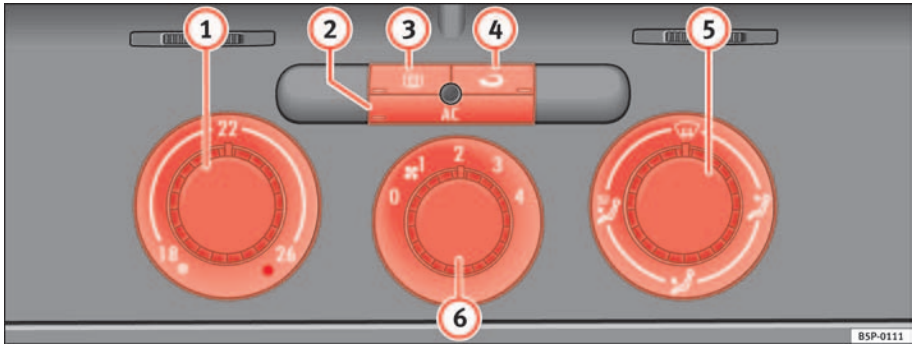

Fig. 124 On the dash panel: Climatic controls
– Using the controls ⇒ fig. 124 (1) and (5) and the control (6) you can set the temperature, air distribution and the airflow.
– To switch a function on or off, press the appropriate button (2), (3) or (4). When the function is activated, the display window in the lower corner of the button is lit.
(1) Temperature selector ⇒ page 152
(2) Button AC – Heating, ventilation and air-conditioning system on/off ⇒ page 152
(3) Button – Rear window heating. The heating will be switched off automatically approximately *20 minutes* after switching on. It can also be switched off beforehand by pushing the button.
(4) Button – Air recirculation mode ⇒ page 153
(5) Air distribution control ⇒ page 152
(6) Blower switch. There are four speed settings for the airflow. The airflow should always be set at the lowest speed when driving slowly.
– Switch on the air conditioner using the button ⇒ page 151, fig. 124 AC.